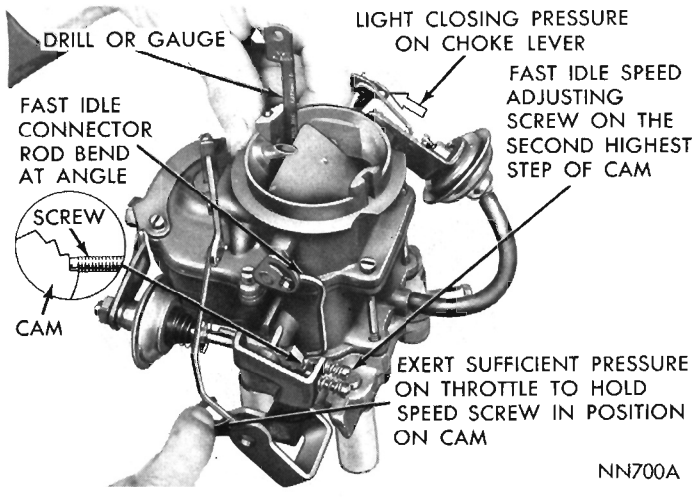

Fig. 14—Fast Idle Cam Position Adjustment
(2) Insert specified drill (see specifications) between choke valve and wall of air horn. An adjustment will be necessary if a slight drag is not obtained as drill or gauge is being removed.
(3) If an adjustment is necessary, bend fast idle connector rod at angle, using Tool T-109-213, until correct valve opening has been obtained (Fig. 14).